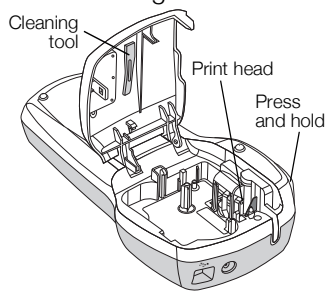

Figure 7
2. Press and hold the cutter button to expose the cutter blade. See Figure 7.
3. Gently wipe the padded side of the tool across the print head. See Figure 7.